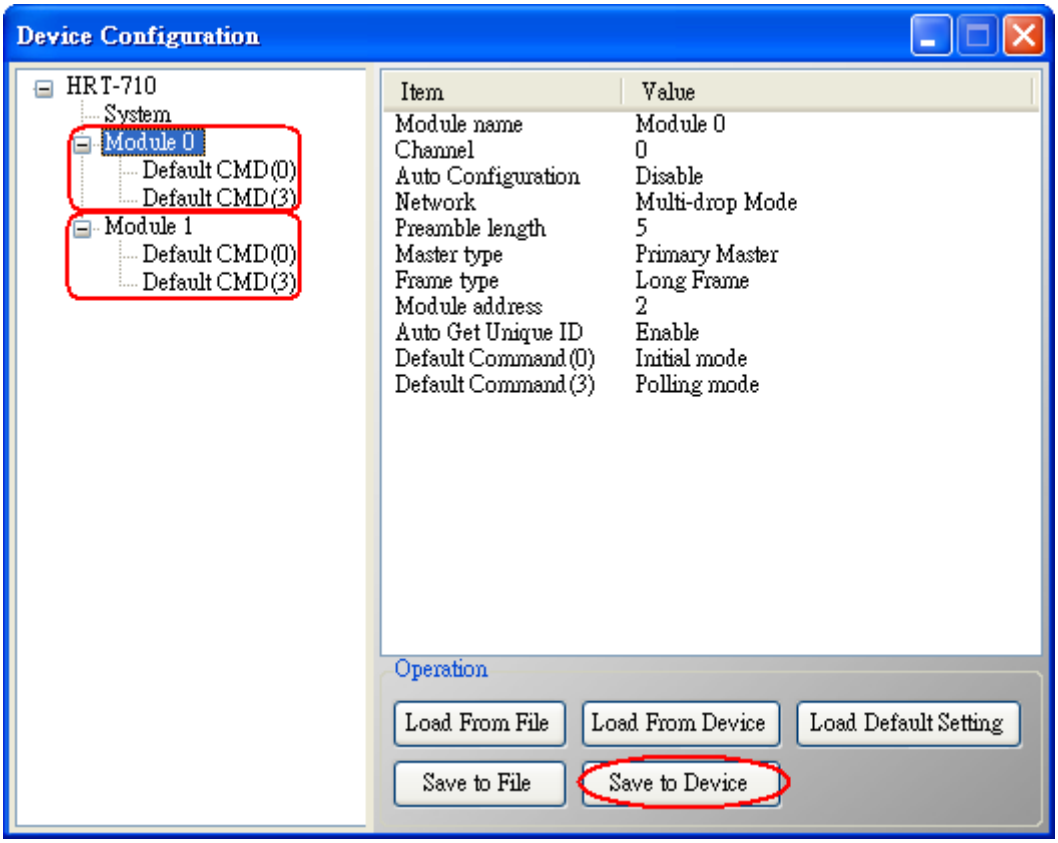

Figure 1-7 “Save to Device” function
(1) Click the “Save to Device” button to save the new HART device setting to HRT-710 like Figure 1-7.